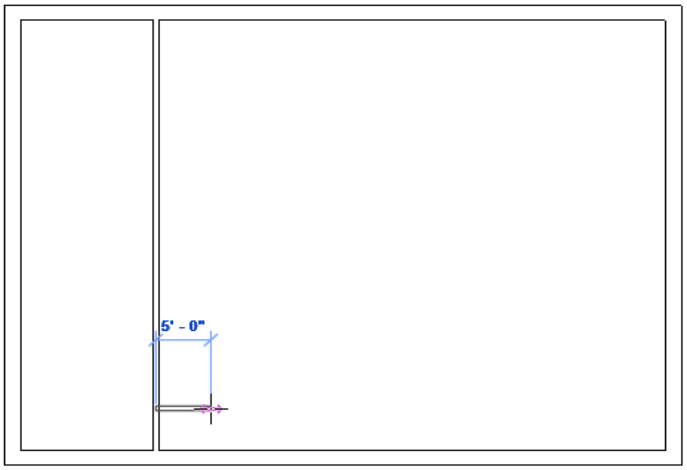

Figure 3-83 *Specifying the starting point of third interior wall*
3. Move the cursor to the bottom of the wall just drawn and then move it vertically upward. When the temporary dimension appears, enter **5'0"(1524 mm)** and then press ENTER; the starting point of the third interior wall is specified, as shown in Figure 3-83.